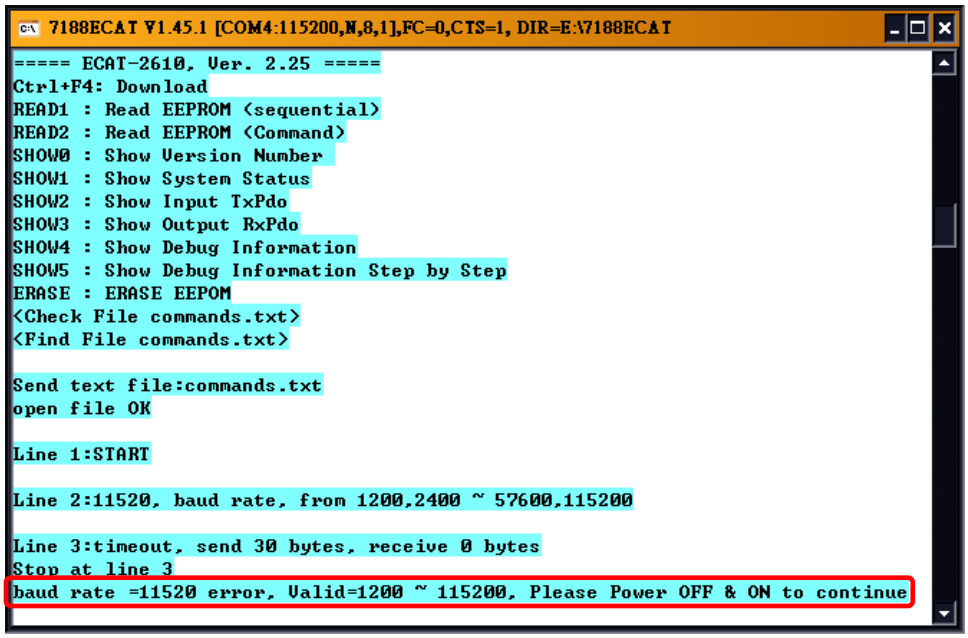

Figure A4-13
1. If there are any errors in the configuration data (commands.txt), the ECAT-2611 module will stop and wait until you reboot it (i.e., switch the power OFF and ON) before continuing, as illustrated in Figure A4-13.